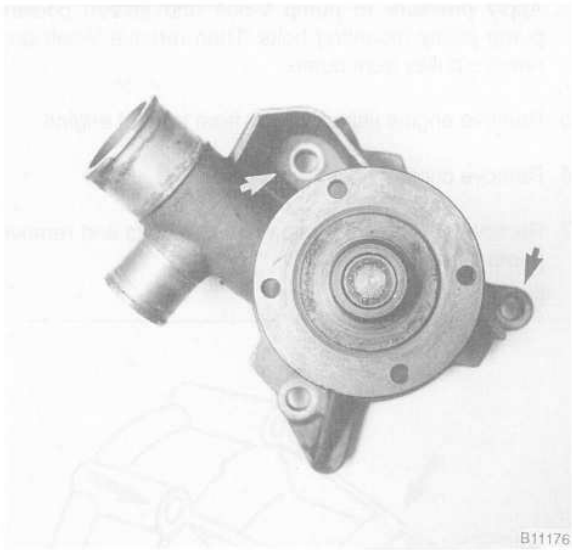

Fig. 10. When removing coolant pump, remove upper bolts first (**arrows**), pivot pump down and remove pin and spring. Then remove last bolt together with pump.
10. Loosen all three coolant pump mounting bolts. Remove two upper bolts. Then pivot pump down and remove camshaft drive belt tensioner spring and pin. Remove remaining mounting bolt together with pump. See Fig. 10.